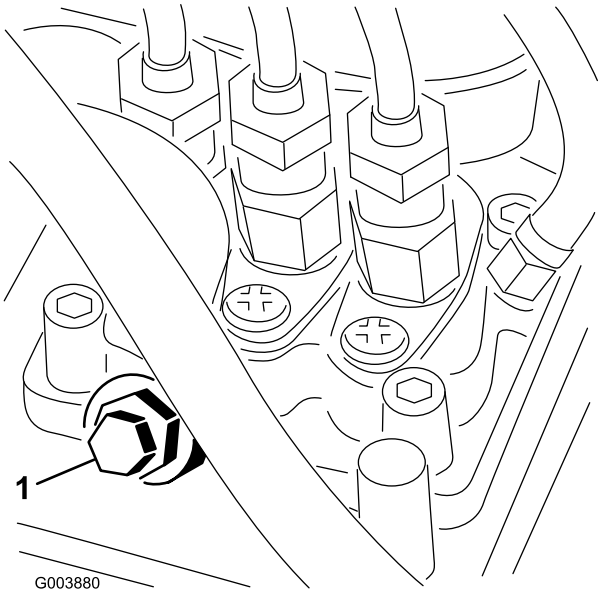

**Figur 22**
3. Öppna avluftarskruven på insprutningspumpen (Figur 22).